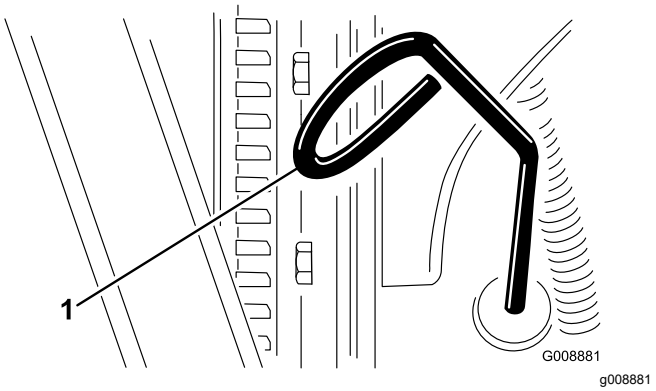

**Figuur 27**
2. Verwijder de peilstok (Figuur 27) en veeg deze af met een schone doek.